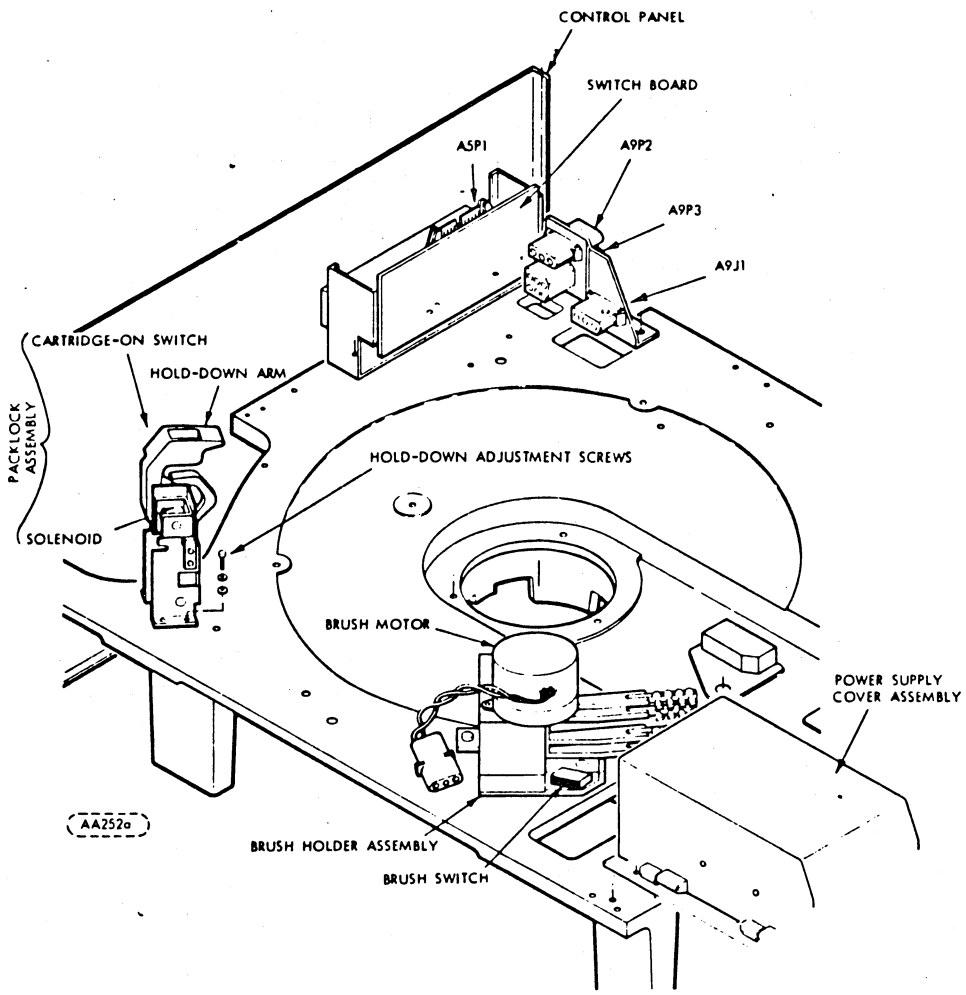

Figure 6Q-5. Packlock and Brush Assemblies
8. Connect A1P3 and A1P7. (reference figure 6Q-6)
9. Install power supply cover and reconnect A1P5. (reference figure 6Q-6)
6. Disconnect A2P5, A1P13 and A1P14 (Figure 6Q-4) from power supply.
8. Support motor assembly to prevent it from falling and remove four mounting screws (see Figure 6Q-1).
4. Connect A2P5, A1P13 and A1P14. {reference figure 6Q-4}